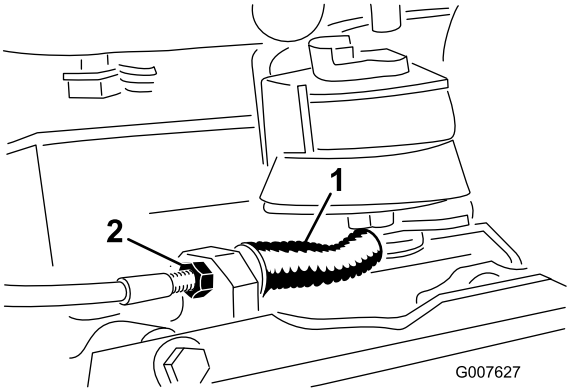

Figuur 33
- Draai om de kabelspanning te verminderen de voorste contramoer losser en de achterste contramoer vaster (Figuur 33). Herhaal stap 1 en 2 indien nodig.
- Draai om de kabel strakker te zetten de voorste contramoer vaster en de achterste contramoer losser (Figuur 33). Herhaal stap 1 en 2 indien nodig.